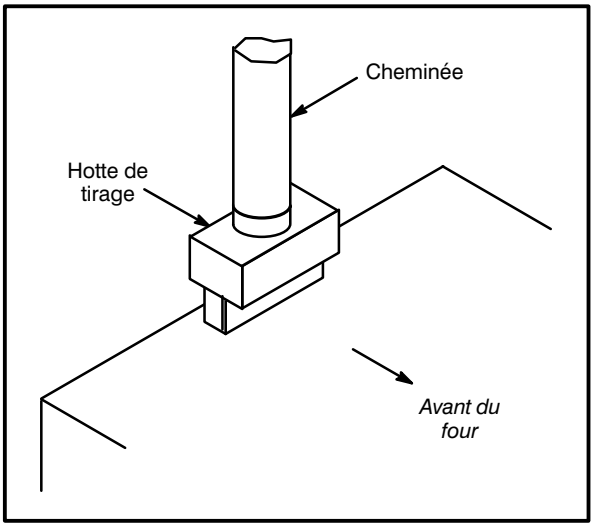

Figure 15
1. Placer la hotte de tirage au–dessus du connecteur de cheminée. Voir Figure 15.